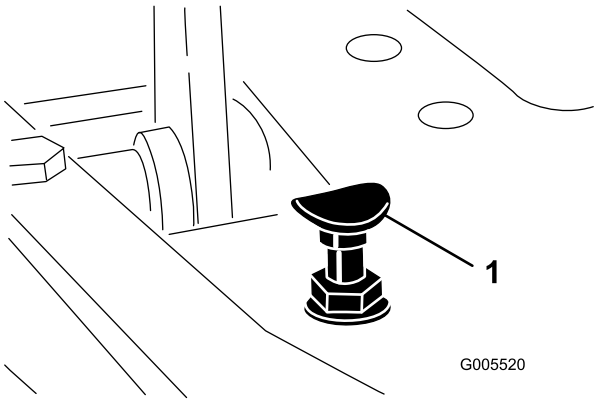

Figur 52
For å oppnå maksimal transporthastighet, må du sette styrespaken i Transport-stilling og trykke inn trekkpedalen. Hvis du kan tråkke pedalen helt inn (Figur 52) før det er spenning i kabelen, er det nødvendig med en justering.
1. Sett styrespaken i transport-stillingen og løsne på låsemutteren som fester pedalstopperen til gulvplaten (Figur 52).